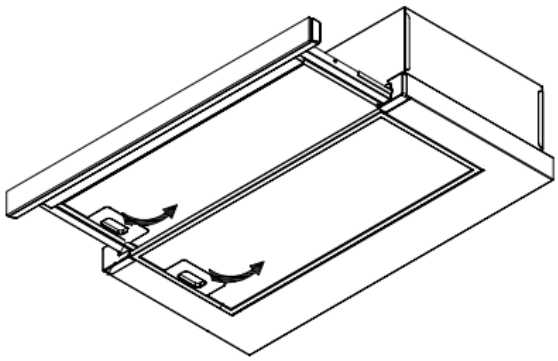

Рис. 2
2. Снимите алюминиевые жироулавливающие фильтры (рис. 2).